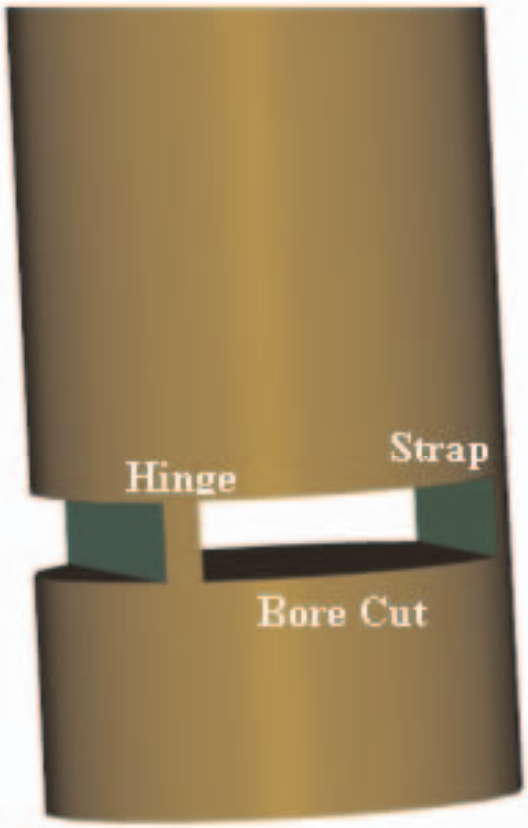

Figure 8. Plunge or bore cut.
**3.** Analyze Value in the Flow. The value stream map reveals the amount of time spent adding value to the log and the amount of time the log has spent waiting or being moved. In our example, a log will spend 14 minutes having value added, but 8.2 hours in non-value added time activities. Our first inclination is to get rid of the WIP. But, before trying to do the obvious, let us first spend a bit more time looking at log value and the processes in our VSM. The table below is one way of doing just that. For every waste, both process and operational, you must identify a solution. For example, if pulling fiber from the butt cut has proven to be a problem for a specific feller, then a reasonable solution would be to retrain the individual in using a bore or plunge cut for felling a tree (see Figure 8). Although a slower and somewhat more complicated method for felling a tree, the bore cut probably offers the best option in elimination of fiber pulling. The cut is also one of the safest cuts you can perform. The Logging Value Matrix is one of the best ways to evaluate the processes in your value stream and identify problem areas. As shown here, it only contains a few examples of the types of activities